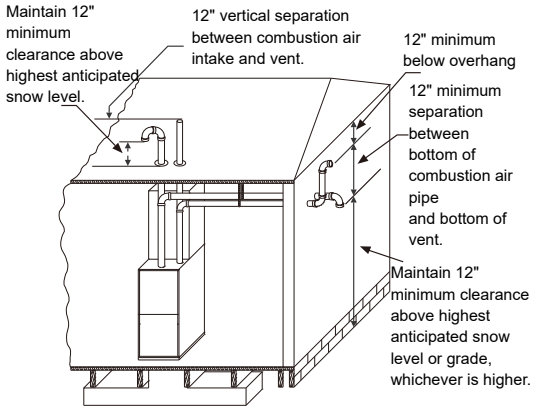
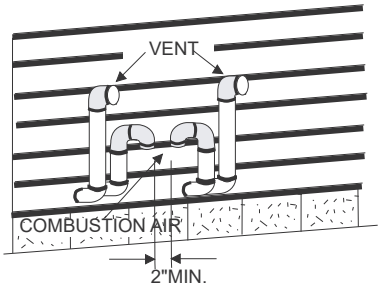

Fig 7-4 Termination Configuration - 2 Pipe
Fig 7-6 Double Horizontal Combustion Air Intake and Vent Termination
7. Direct vent systems must be installed so the vent and the combustion air pipes terminate in the same atmospheric zone. Refer to Figures 7-4 or 7-5.
The combustion air side of the two-pipe configuration shown in Figure 7-4 can be installed so the combustion air pipe terminates as described in outdoor combustion air or ventilated combustion air sections in these instructions. Follow the instructions for outdoor combustion air or ventilated combustion air and the instructions for installing the vent system with the vent terminating as shown in Figures 7-6 or 7-7. The two-pipe system must have a separate combustion air pipe and a separate vent pipe for each furnace.
1. **OUTDOOR COMBUSTION AIR**: This is a direct vent configuration where the combustion air is supplied through a PVC or ABS pipe that is connected to the PVC coupling attached to the furnace and is terminated in the same atmospheric zone as the vent. This type of installation is approved on all models. Refer to Figure 7-6.
2. **AMBIENT COMBUSTION AIR**: Combustion air is supplied from the area surrounding the furnace through openings in the furnace casing. The combustion air and the vent pipes are not terminated in the same atmospheric zone. Refer to Figure 7-4 for vent terminations. Refer to "Ambient Combustion Air Supply" for proper installation. Refer to Fig 7-6.